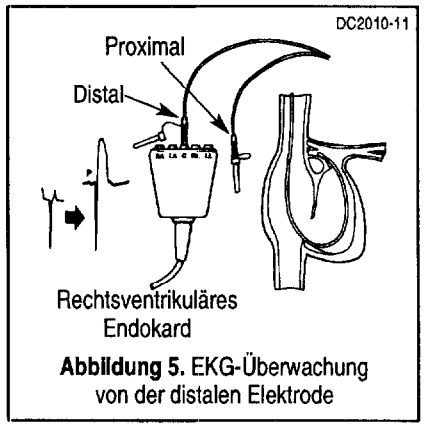

Abbildung 5. EKG-Überwachung von der distalen Elektrode
6. Schließen Sie die distale Elektrode an den V-Anschluß eines ordnungsgemäß isolierten Elektrokardiographen an (Abb. 5). Schieben Sie die Sonde unter ständiger EKG-Überwachung einige Zentimeter vor, bis eine Erhöhung der ST-Strecke im EKG eine Berührung mit dem Endokard anzeigt.